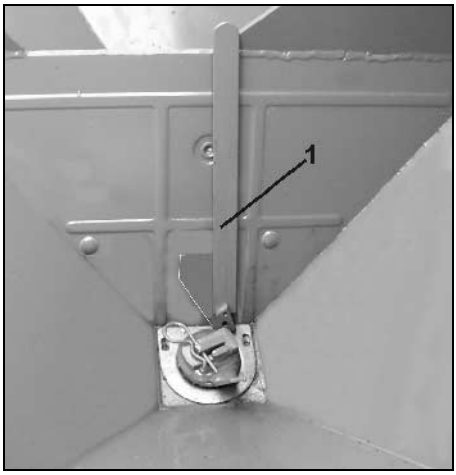

Rys. 56
- W uwolnionym, poprzecznym przekroju otworu musi się lekko wpasować przymiar kontrolny (Rys. 56/1).